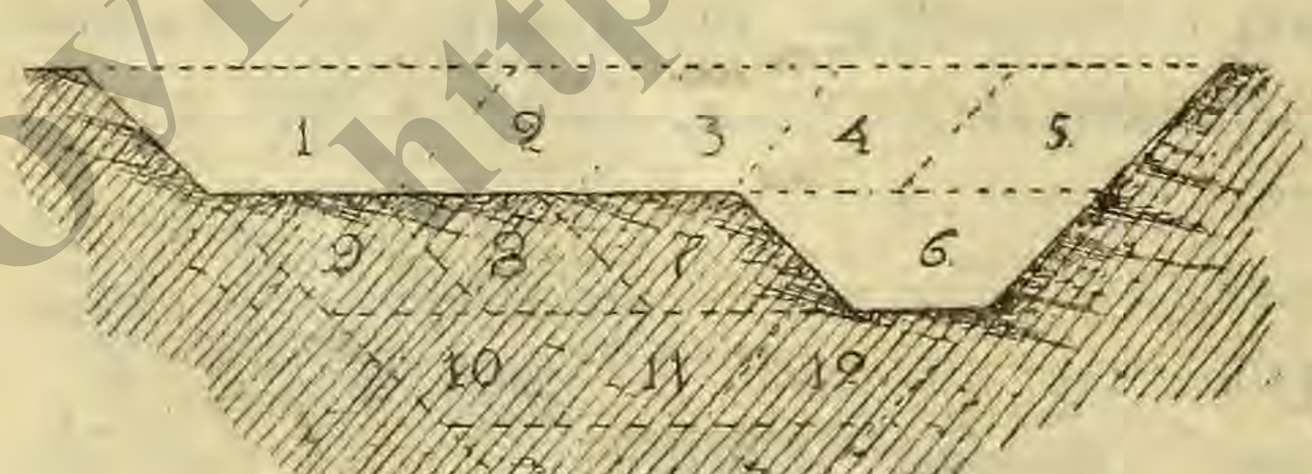
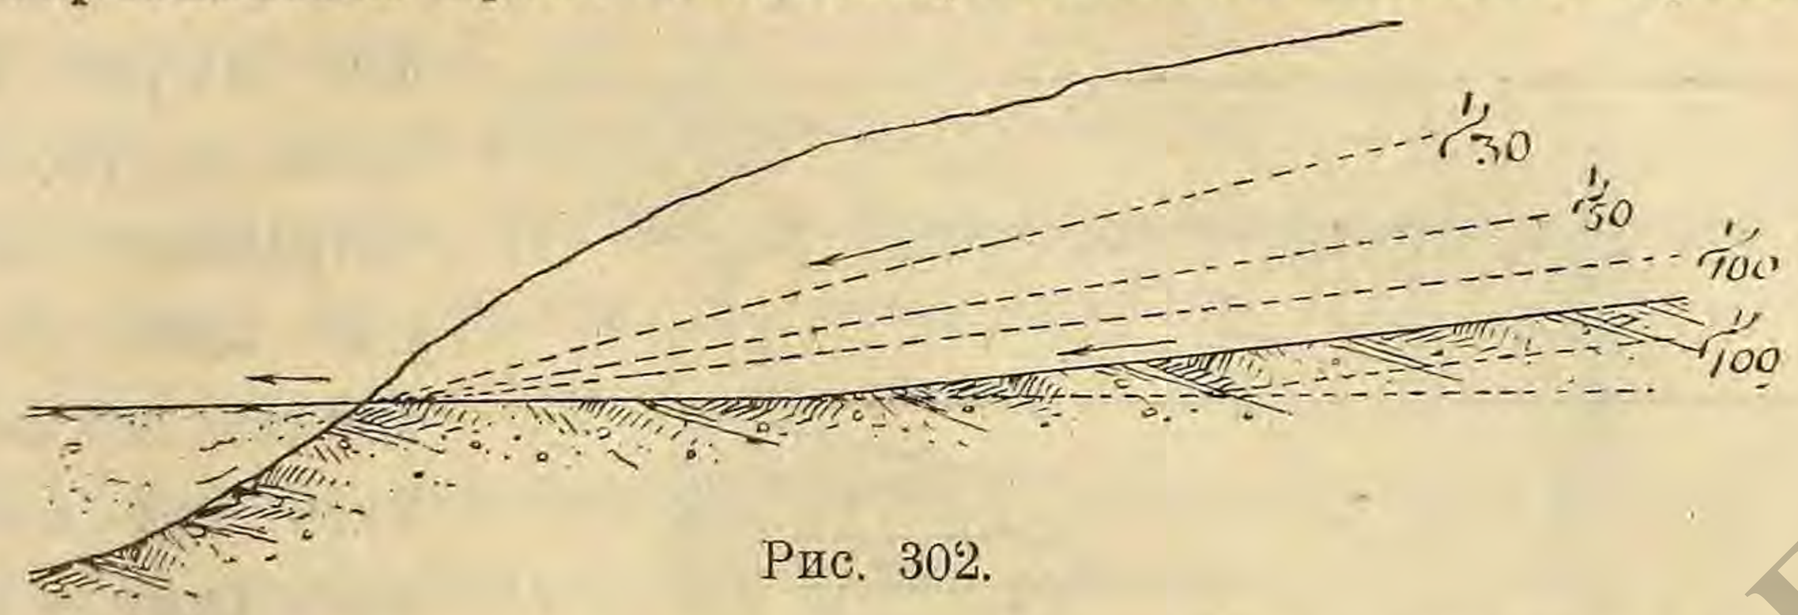

Рис. 301.
Рис. 302.
Продольная разработка. Вдоль предполагаемой выемки прорывают длинную узкую *траншею* с возможно крутыми откосами (рис. 301). По дну этой траншеи устраивают путь и по всей ее длине начинают разрабатывать правый (на рисунке) откос, постепенно перемещая путь в положение 2, 3, 4 и т. д.; дойдя до противоположного откоса, углубляются другой траншеей (6) вниз, и, разрабатывая этот второй слой влево, доходят до 1-го откоса и т. д. Первый слой снимается с возможно бо́льшим уклоном—до $\frac{1}{30}$ (рис. 302). При следующих слоях уменьшают уклон, пока не дойдут до уклона в $\frac{1}{100}$; с этим уклоном и заканчивают работу. Этот способ удобен при вывозке земли на насыпь целыми поездами по временному рельсовому пути.